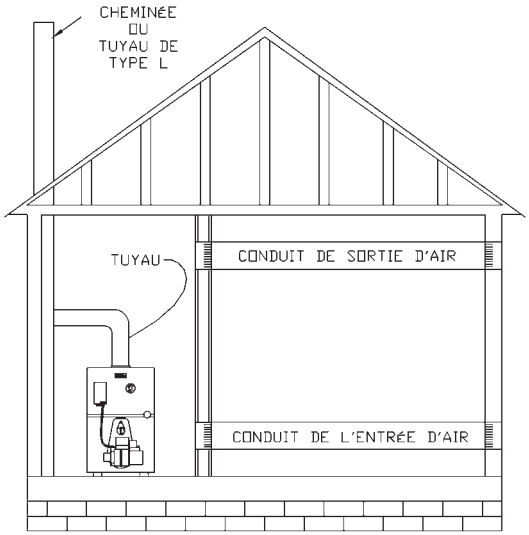

FIGURE 4
C. Si des conduits horizontaux sont utilisés, chaque ouverture doit avoir une aire libre minimum de 1 pouce carré par 2,000 BTU par heure du taux d'entrée total de tous les appareils qui sont dans l'endroit limité. Voir la figure 4, à la page 5.